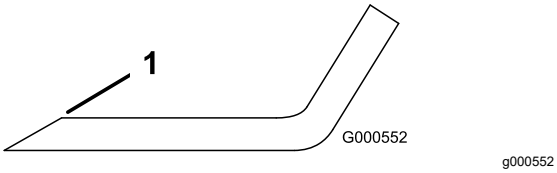

Figur 108
1. Slipa eggarna i båda ändarna av kniven med en fil (Figur 108).
Obs: Om kniven inte är balanserad kan du fila bort lite metall från knivens segeldel (Figur 108).